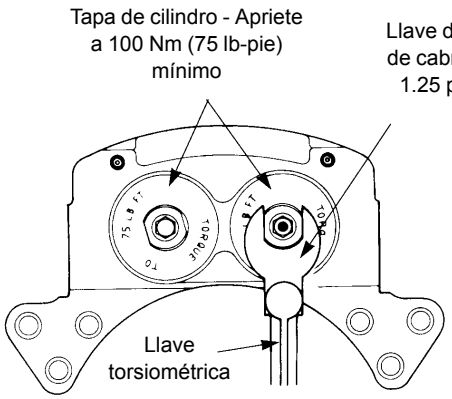

FIGURA 8-26
6. Instale las tapas de cilindro en la caja de las pinzas. Apriete las tapas de cilindro a un par de apriete mínimo de 75 lb-pie (102 Nm) según se ilustra en la Figura 8-26.